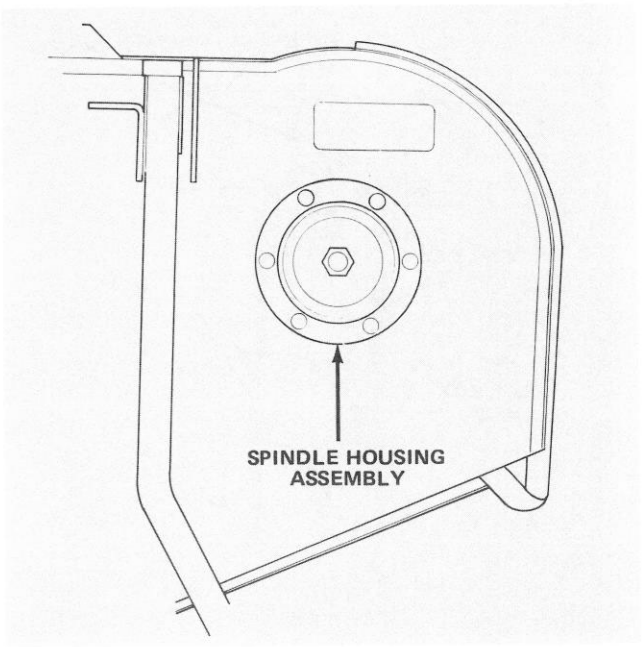

Figure 57
5. Remove six carriage bolts and flange nuts holding spindle housing assembly and support ring against cutting unit (Fig. 57). Slide spindle housing assembly out bottom of cutting unit.